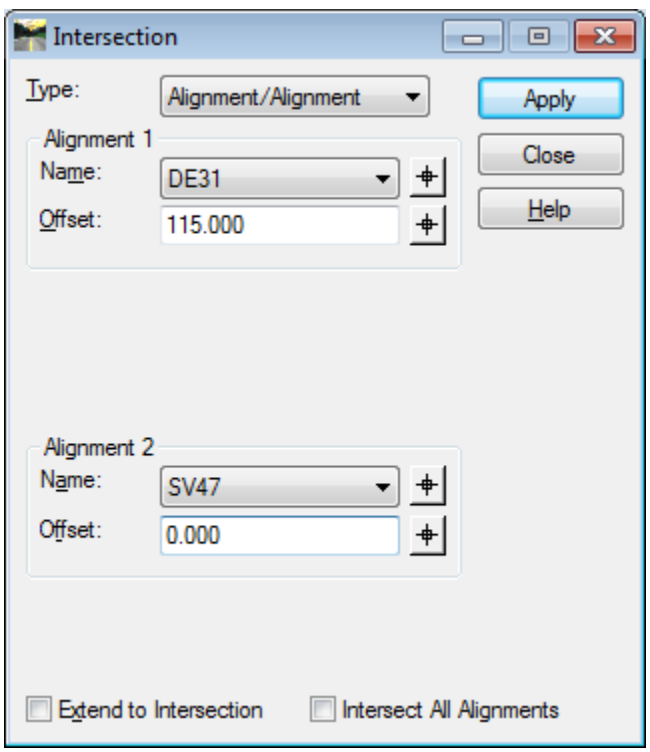
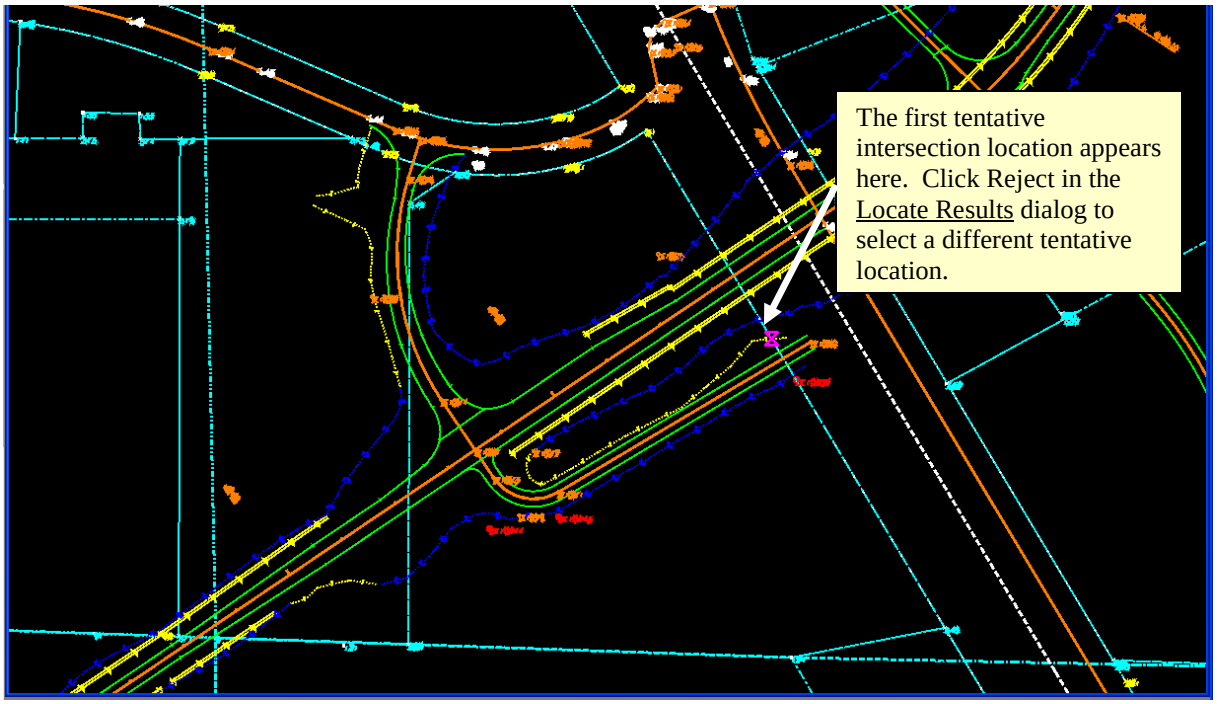
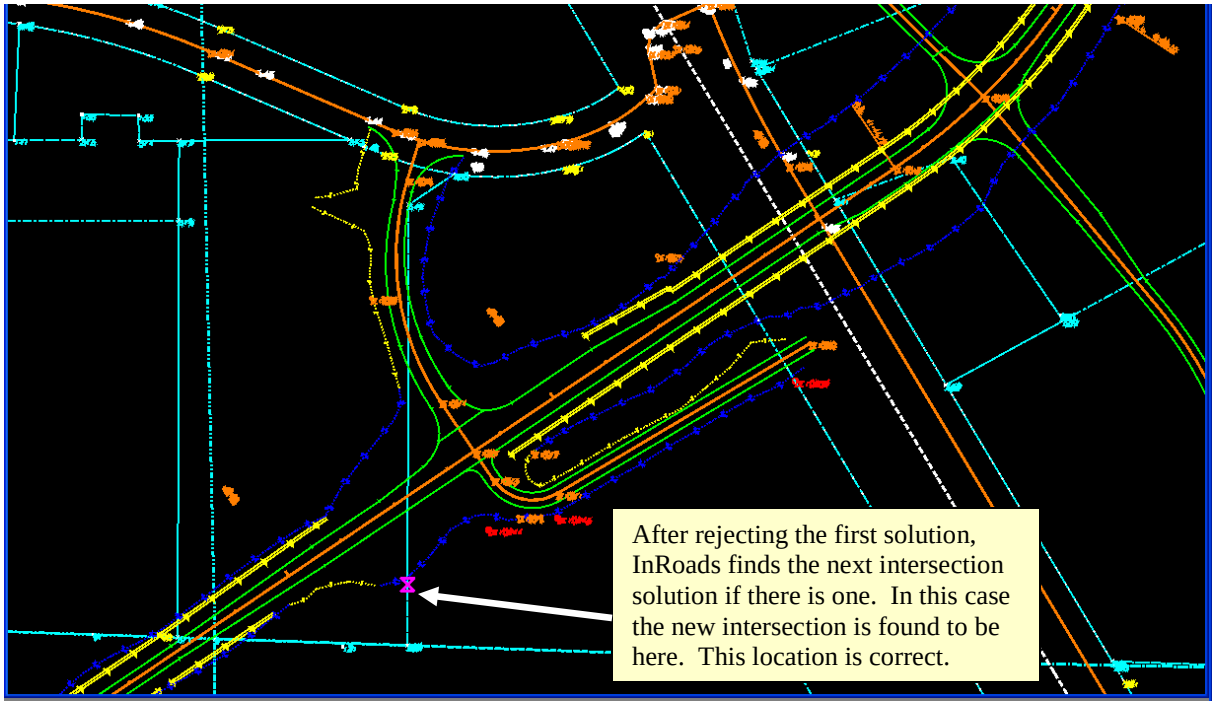
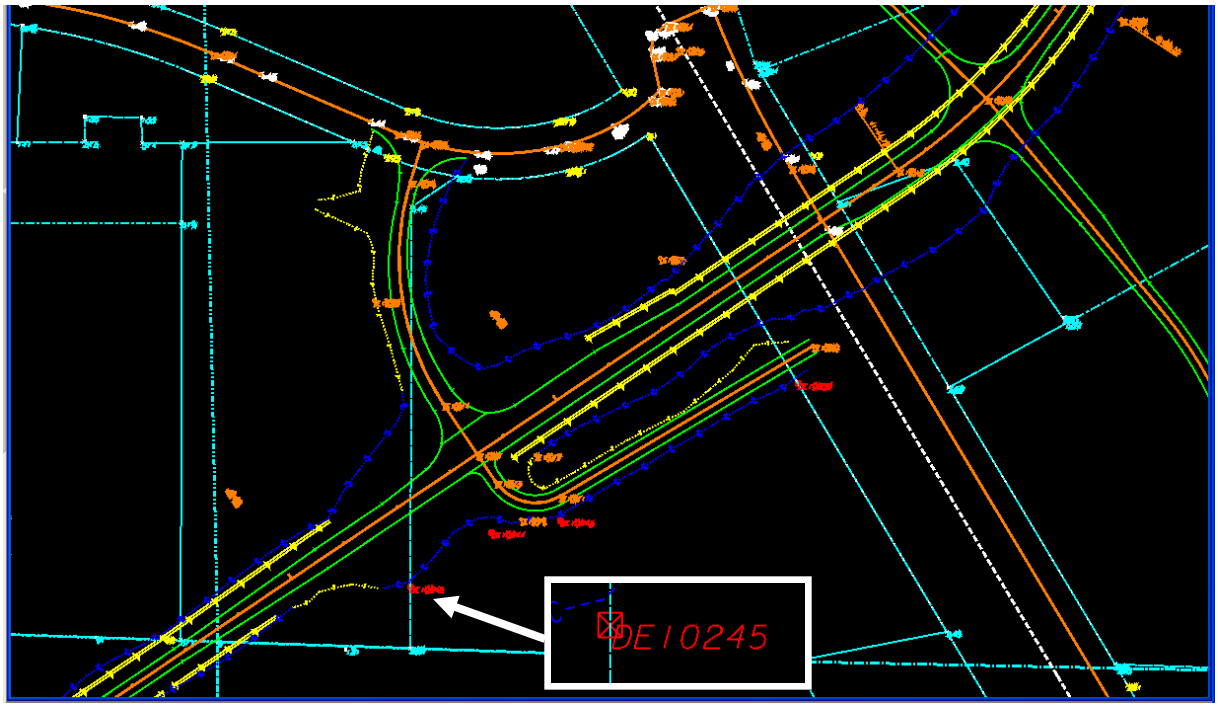

Figure L12-23 Intersection
Figure L12-24 MicroStation View
Figure L12-25 MicroStation Window
Figure L12-26 MicroStation View
27.	**Store a Point at the Intersection of SV47 and Alignment DE31 Offset 115' Right.** • In InRoads, select **Geometry ► Locate ► Intersection**. • **Match** the entries shown in *Figure L12-23*. • Click **Apply**. The **Locate Results** dialog opens. • In the **Locate Results** dialog, select the **Style:** ***REQD_P_RWRM***. • Notice in MicroStation a purple X ( ) identifies the tentative location of the Point as shown in *Figure L12-24*. The first tentative location is the wrong location. • In the **Locate Results** dialog, click **Reject** to select a new tentative location as shown in *Figure L12-25*. • The new location shown in *Figure L12-25* is the correct location. • Click **Accept** to accept the location and store the Point. • If a **Results** window appears – click **Close** to exit the **Results** window. • **Close** the **Intersection** dialog. • Verify point **DE10245** was stored and drawn in MicroStation as shown in *Figure L12-26*.